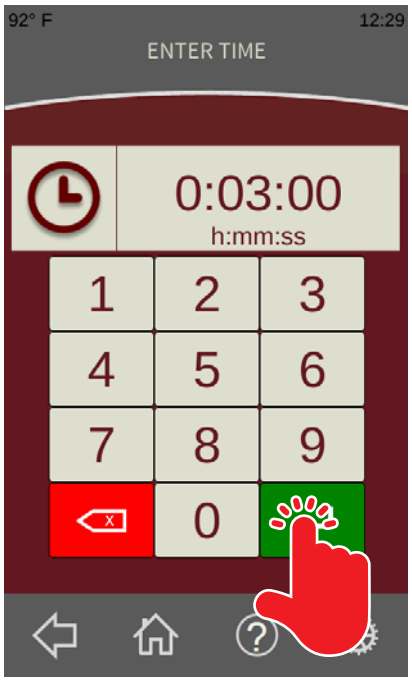

Fig. 18
5. From the ***Enter Time Screen*** (Fig. 18), enter the desired time on the keypad and touch the green Enter button (Fig. 18). The ***Standard Recipe Run Screen*** should be displayed.